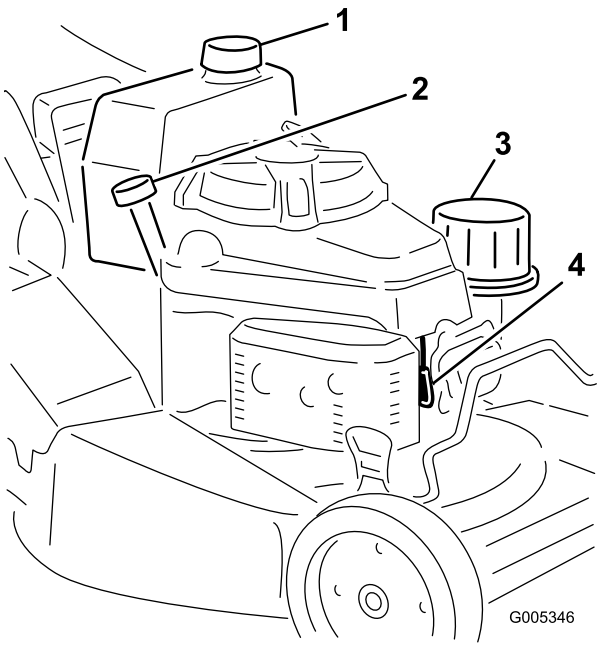

Bild 13
1. Reinigen Sie den Bereich um den Tankdeckel (Bild 13).
1. Schließen Sie den Zündkerzenstecker an die Zündkerze an (Bild 13).